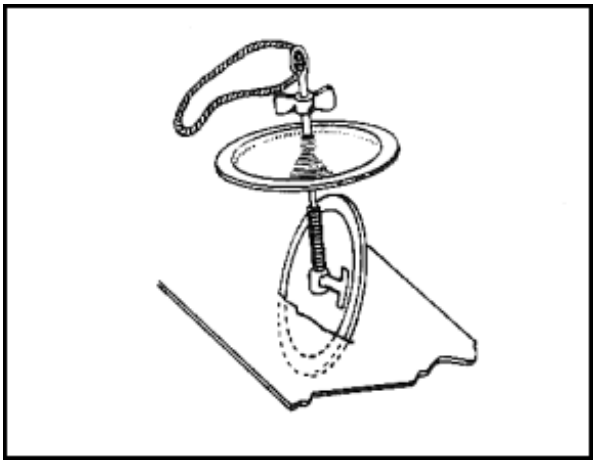

Figure 10-27. Pushing Bottom Plate Through Hole
- Push the bottom plate through the hole (see Figure 10-27).